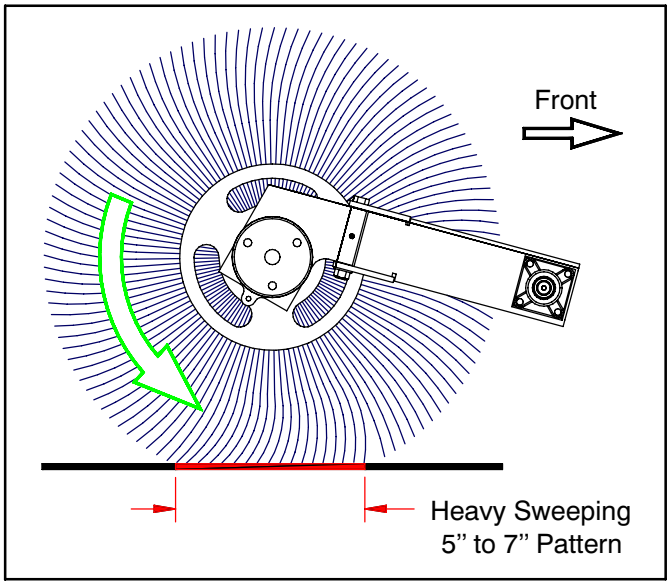

Fig: 3.3 B
6. Measure pattern *(Fig: 3.3 A&B)*.